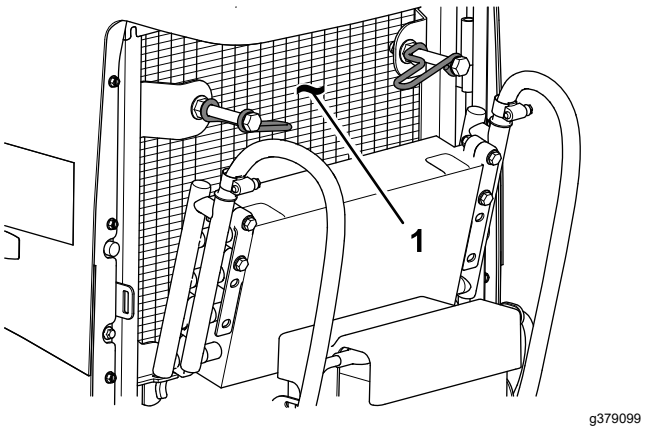

Figur 111
8. Rengör noga på båda sidor om oljekylaren och kylaren (Figur 111) med tryckluft.